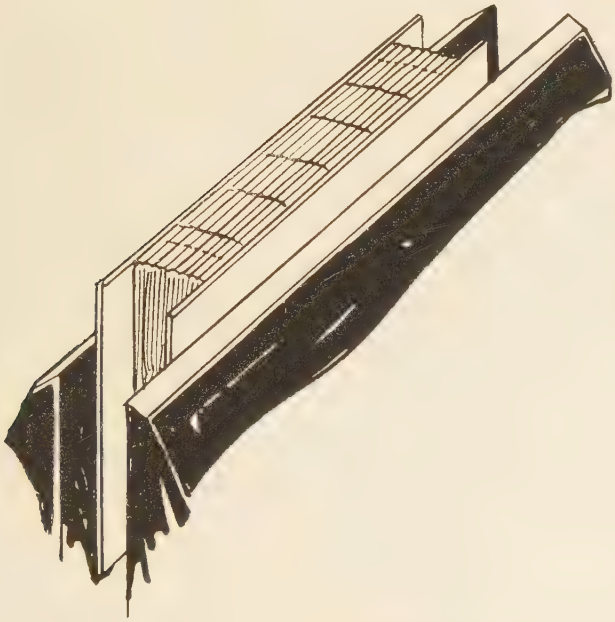

Fig. 200—Book Clamped in Job Backer Ready for Gluing-up the Back
3. Place book, *back* edge *up*, in job backer or finishers clamp and screw up snugly, leaving book above jaws of press or cheeks of clamp a convenient distance. (Fig. 200.)